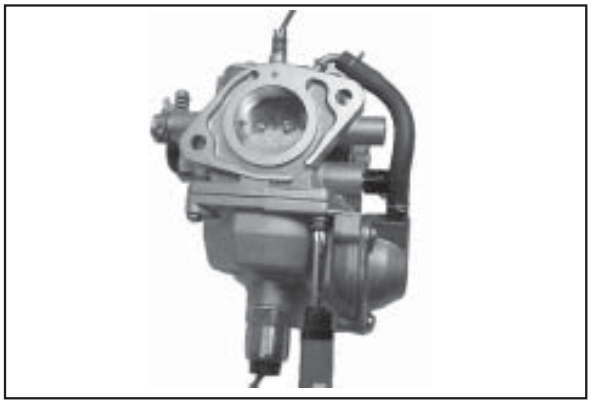

Figure 5-27. Installing Fuel Bowl.
15. Install the fuel bowl onto the carburetor. Secure with the four original screws. Torque the screws to **2.5 ± 0.3 N·m (23 ± 2.6 in. lb.)**. Reattach the accelerator pump hose (if so equipped), and secure with the clip. See Figure 5-27.